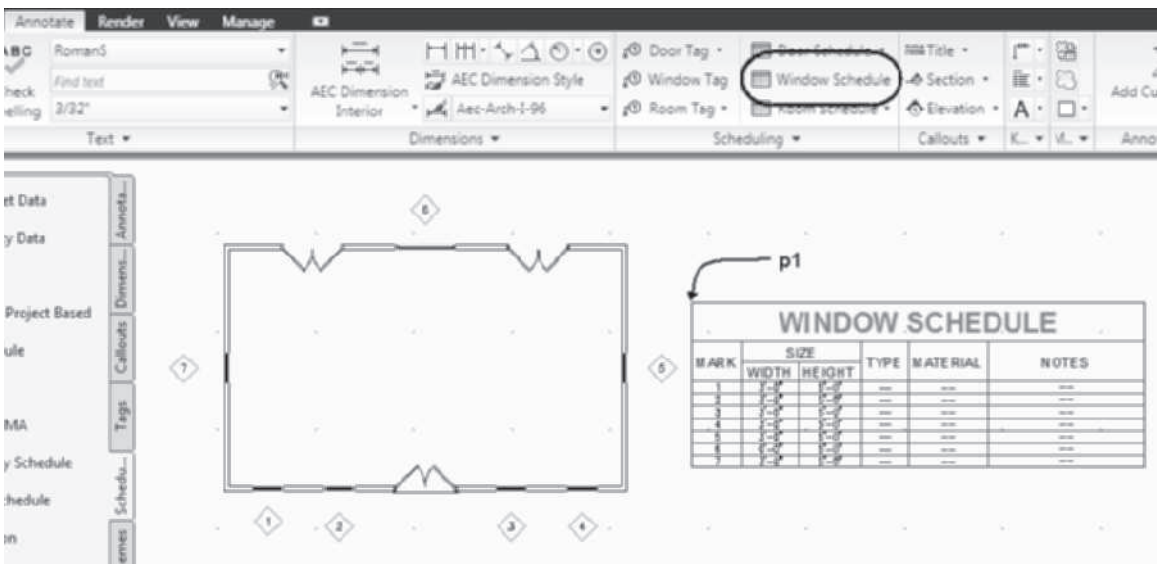

FIGURE 11.57 *Window Schedule placed with initial data*
7. Select **Window Schedule** from the **Scheduling** panel of the Annotate tab as shown in Figure 11.57. Verify the following settings in the **Properties** palette: Style = **Window Schedule**, Scale = **96 [100]**, Update automatically = **Yes**, Add new objects automatically = **Yes**, Scan Xrefs = **Yes**, Scan block references = **Yes**, and Layer wildcard = *****. Move the cursor from the Properties palette to the workspace. Respond to the workspace prompts as follows:
Upper-left corner of table: *(Select a point near* p1 *as shown in Figure 11.57.)*
Lower-right corner (or RETURN): ENTER *(Press* ENTER *to insert the schedule scaled to the drawing scale. The schedule is inserted as shown in Figure 11.57.)*